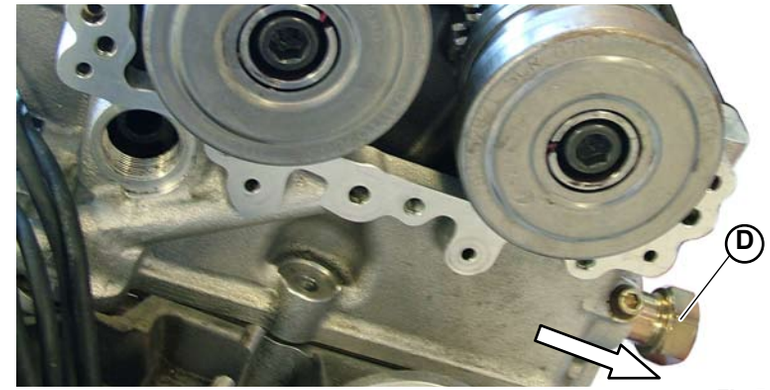

Fig.5
3. Disassemble the hydraulic tightener (**D-Fig.5**).